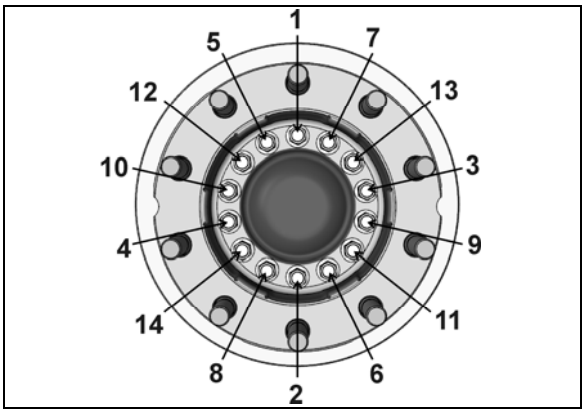

FIGURE 24 : VIS HEXAGONALE DE BRIDE DE MOYEU
12. Fixer la bride de moyeu et le disque au roulement de moyeu intégré en utilisant 14 vis d'assemblage de la bride de moyeu. Se reporter à FIGURE 24 pour la séquence de serrage.